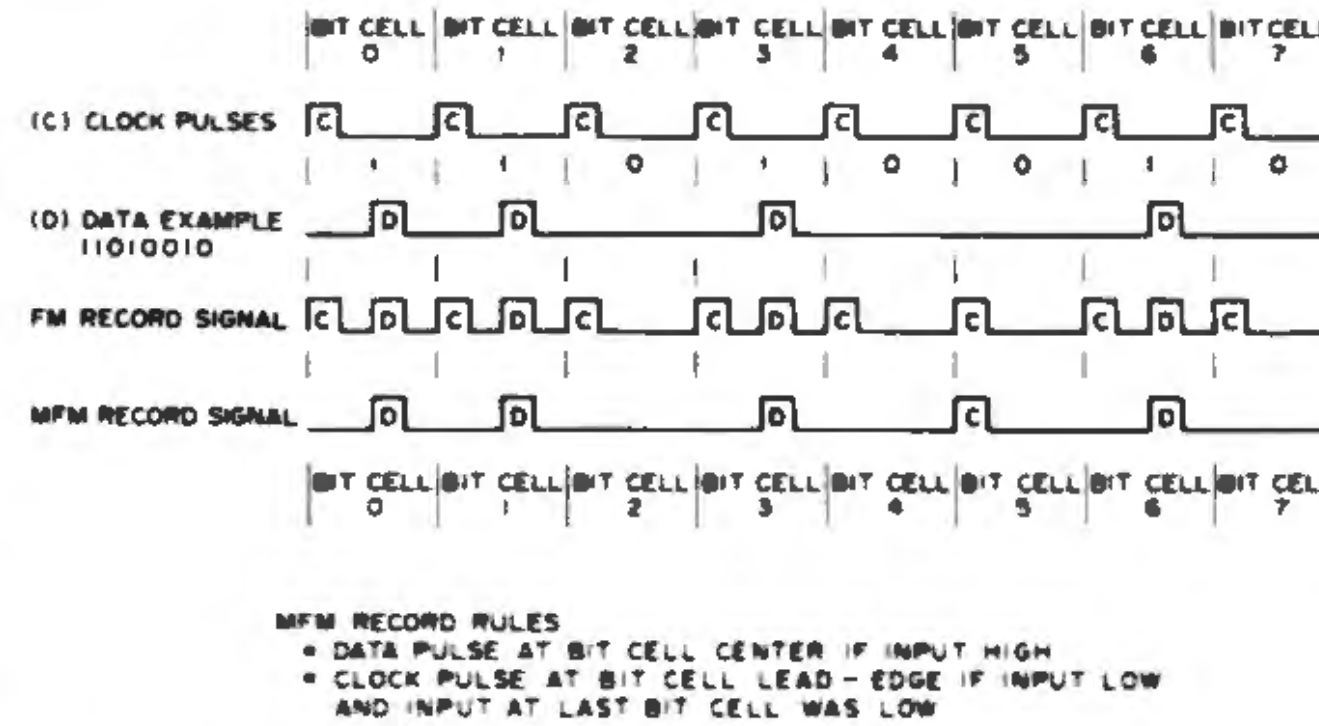

*Fig. 2. Single density (FM) and double density (MFM) recording formats*
The FDC's clock bit/data formats are referred to as frequency modulation (FM) in the single density mode, and modified frequency modulation (MFM) in the double density mode. These formats are illustrated in Fig. 2. To understand how these FM sys-
This brings us back to Fig. 2. Each bit cell recorded on the disk contains two pieces of information: definition of the physical boundaries of that bit cell, and the data bit (a binary logic level high or low). In the single density mode, both data bits and clock bits are recorded. A pulse between two clock pulses defines a logic high for the bit cell. If no pulse exists, a logic low is defined for that cell. In the double density mode, clock bits are not required at each bit cell location. Instead, the relative position (or in some cases, the lack) of a logic high level bit at each bit cell location defines the cell and determines whether the cell data is a logic high or low. The rules of MFM data bit placement are in Fig. 2.